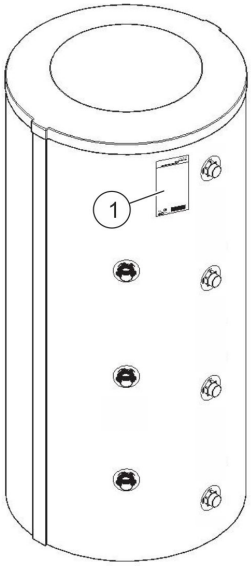

Abb. 10: Typenschild aufkleben
3. Kleben Sie das Typenschild hinten auf die Wärmeisolierung (Abb. 10/1).